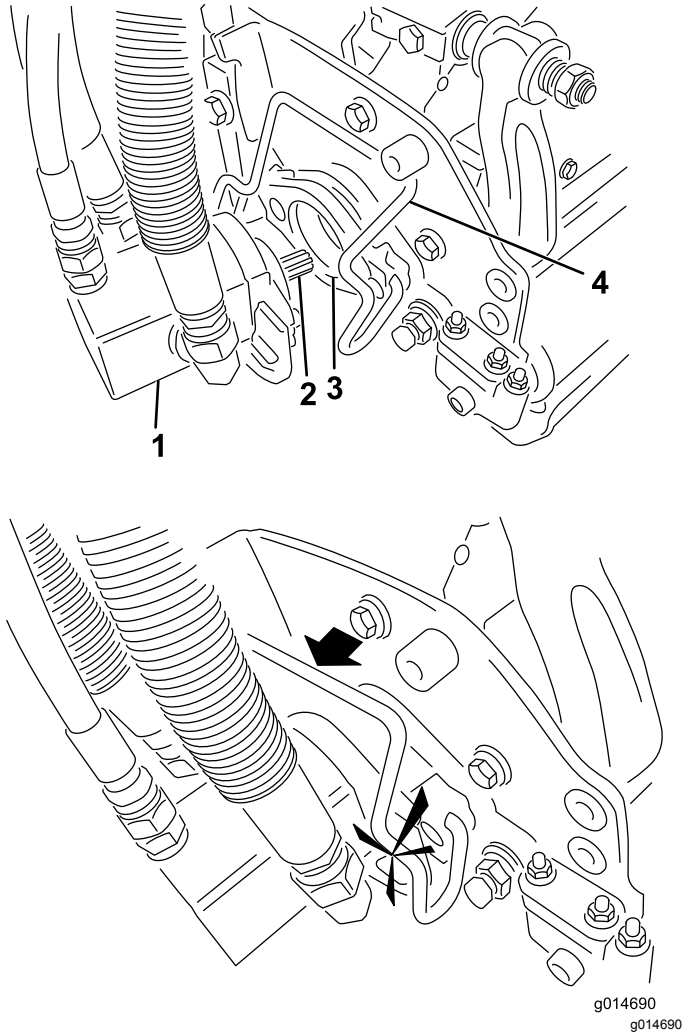

Figur 31
5. Kom rent smørefedt på notakslen på klippeenhedens motor (Figur 31).
6. Sæt motoren ind i klippeenhedens venstre side (set fra førersædet) og træk motorens holdestang på klippeenheden i motorens retning, indtil du hører et "klik" fra begge sider af motoren (Figur 31).